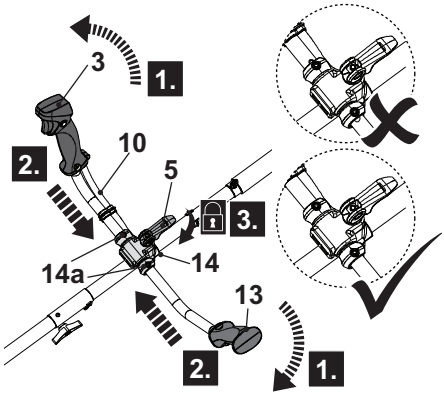

Fig. 6
1. Unfold the clamp lever (5) but don't remove it, then rotate two handle bars (3, 13) 90º from the storage positions to the working position (Fig. 6, step 1).
2. Pass the slot of the handle bars (3, 13) through the bolts (14a) of handle support (14) all the way until you hear a click and keep the handle bars (3, 13) in place (Fig. 6, step 2). Secure the connections by tightening the bolts (14a) clockwise using the supplied hex key (4mm) (25).
3. Lock the handle bars (3, 13) by folding up the clamp lever (5). If clamp lever (5) cannot be folded, loosen it and fold again. If it is too loose, tighten it by swinging the clamp lever (5) in clockwise (Fig. 6, step 3).
4. Make sure the electric cord (10) run on the right-handle bar (3).